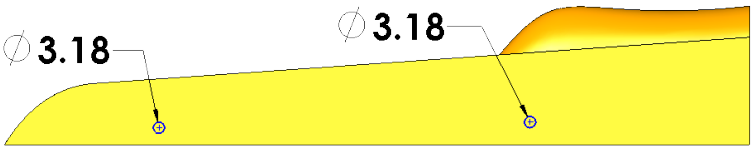

Fig. 70
Step 6. **Delete all dimensions except 3.18 mm** axle hole diameters, **Fig. 70**.